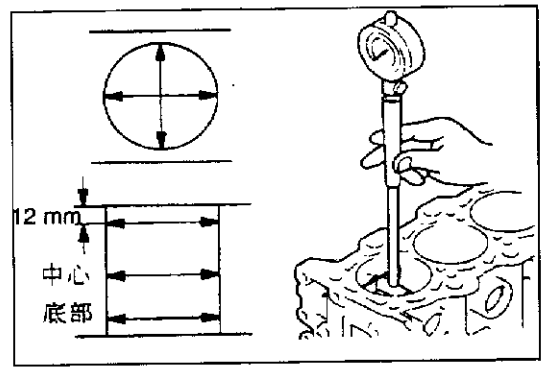

图2-1-30
(5)利用量缸表测汽缸内径及圆柱度，磨损严重时按加大直径修正汽缸，更换活塞及活塞环。检测位置如图2-1-30所示。